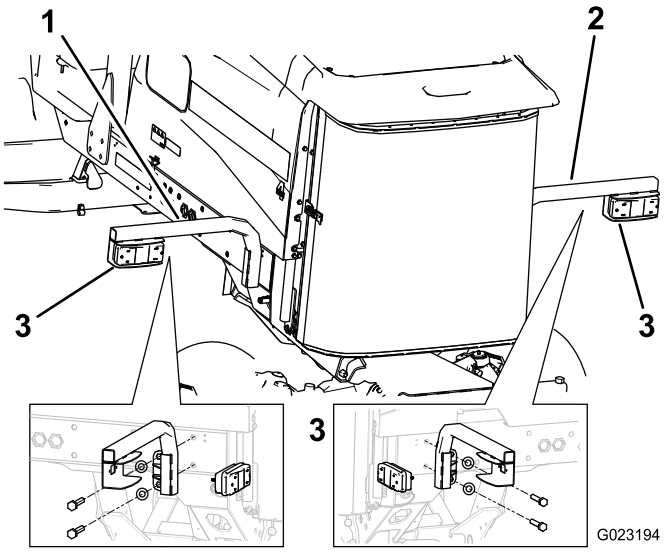

Figure 26
2. Secure the left light bracket to the bracket and frame with 2 bolts (5/8 x 3 inch), 2 flat washers and 2 jam nuts as shown in (Figure 26).
3. Mount the rear lamp to light bracket with the bolts and nuts included with the light (Figure 26).
5. Secure the right light bracket to the frame with 2 bolts (5/8 x 3 inch) and 2 flat washers (Figure 26).